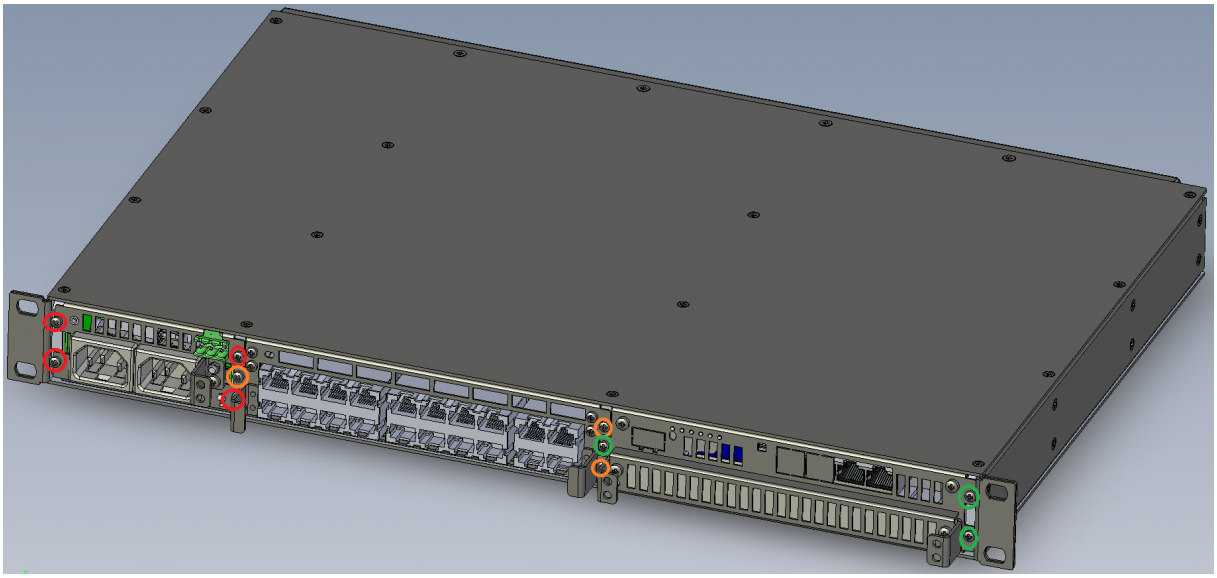

Рисунок 2.49 – Расположение на корпусе винтов, крепящих модули
2. С помощью отвертки ph1 открутить винты необходимого модуля, указанные на рис. 2.49. Для модуля питания Агат CU 7212v2 PWR – 4 винта (выделено красным), для управляющего модуля Агат CU 7212v2 CM (выделено зеленым) и интерфейсного модуля Агат CU 7212v2 LN – 3 винта (выделено оранжевым).